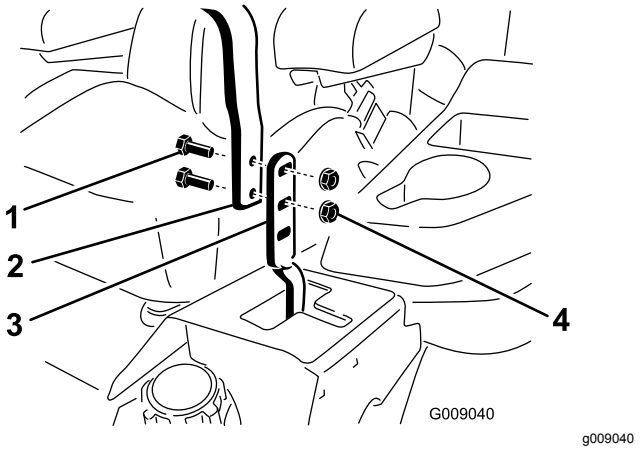

**Figur 59**
2. Løsn de bolte og flangemøtrikker, der fastgør håndtagene på grebene (Figur 59).